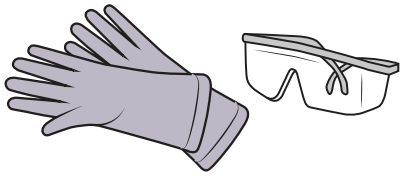

Abbildung 52
1. Ziehen Sie **Schutzhandschuhe an und setzen Sie die Schutzbrille auf**. Siehe Abbildung 52.